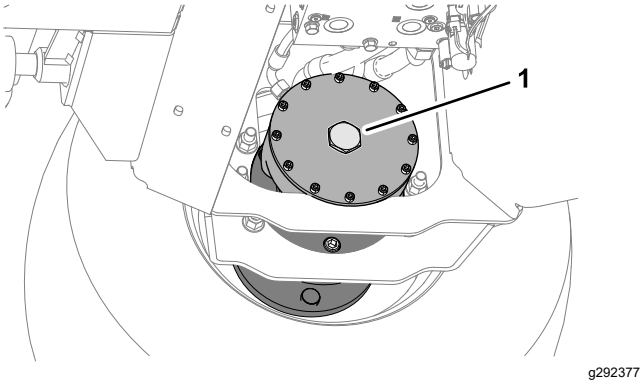

Figuur 40
2. Plaats de zeskantige plug in de zijkant van de motor (Figuur 40).
6. Berg de 2 bouten (12 x 40 mm) en 2 ringen (12 mm) op in de draagrails van het platform (Figuur 40).